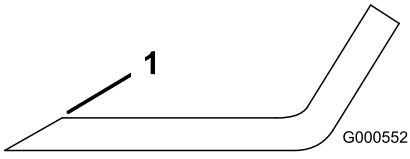

Figur 55
1. Anvend en fil til at slibe begge ender af skærekniven (Figur 55).
Bemærk: Hvis kniven ikke er afbalanceret, skal der slibes lidt mere metal af sejlområdet (Figur 55).